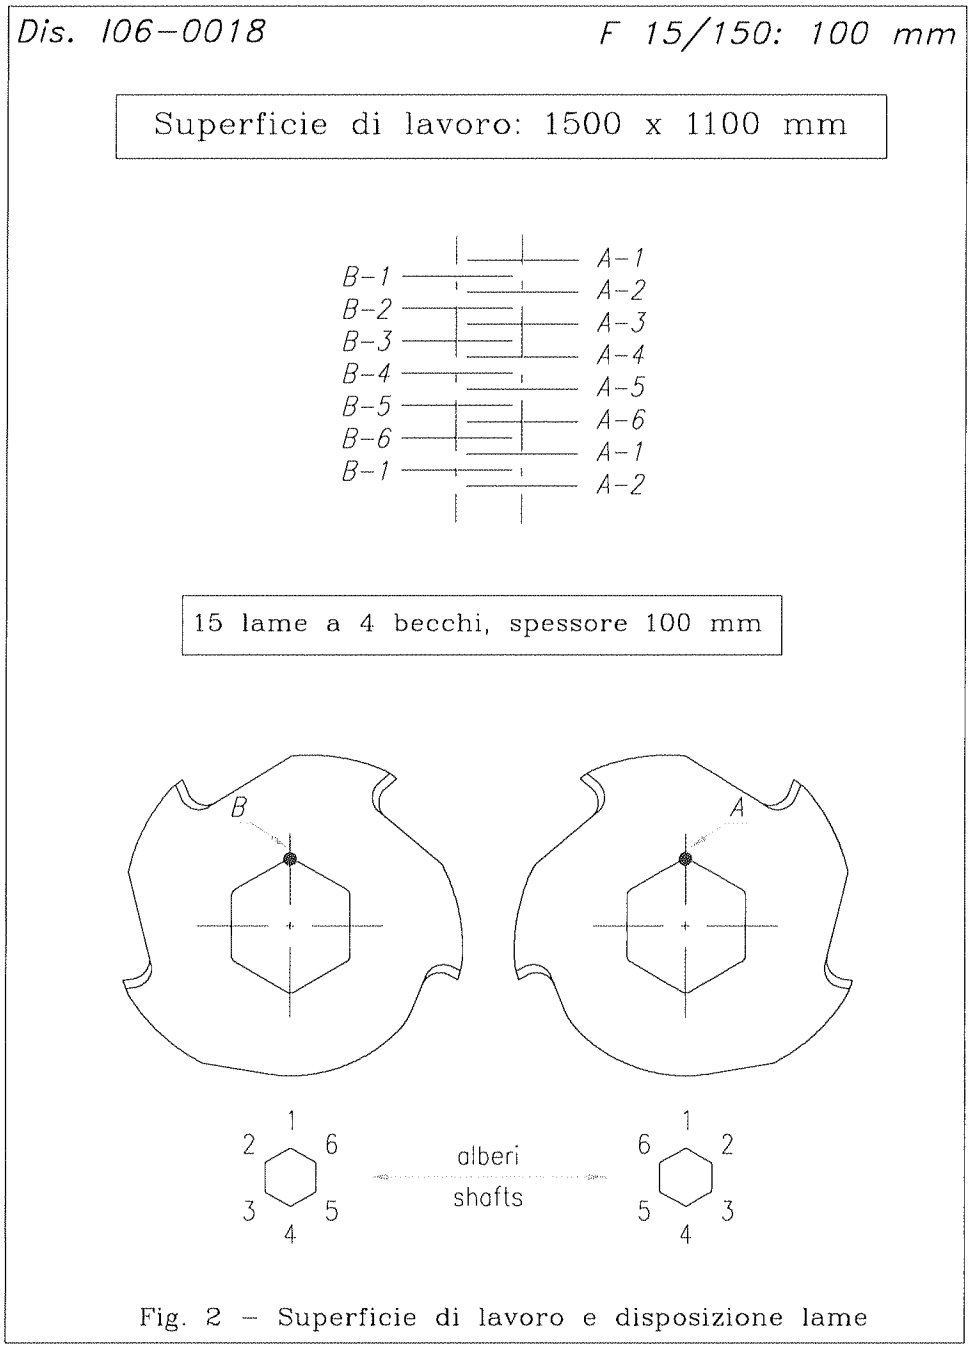

Fig. 2 – Superficie di lavoro e disposizione lame
2.2.1 Superficie di lavoro e numero lame - Fig. 2
La Fig. 2 illustra la disposizione delle lame e le dimensioni della camera di triturazione.